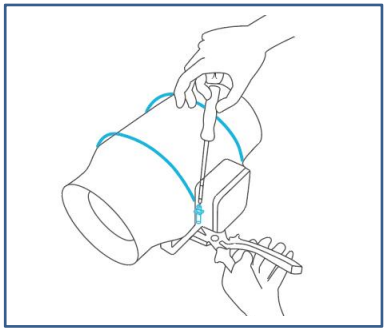

Fig.1.
1、Unscrew and loosen the metal rings using a Phillips screwdriver and pliers. See the(Fig.1.)